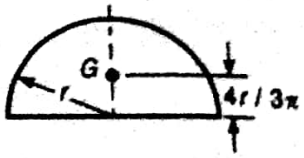

Fig. 1.7
4. The centre of gravity of a semi-circle lies at a distance of $4r / 3\pi$ from its base measured along the vertical radius, as shown in Fig. 1.7.